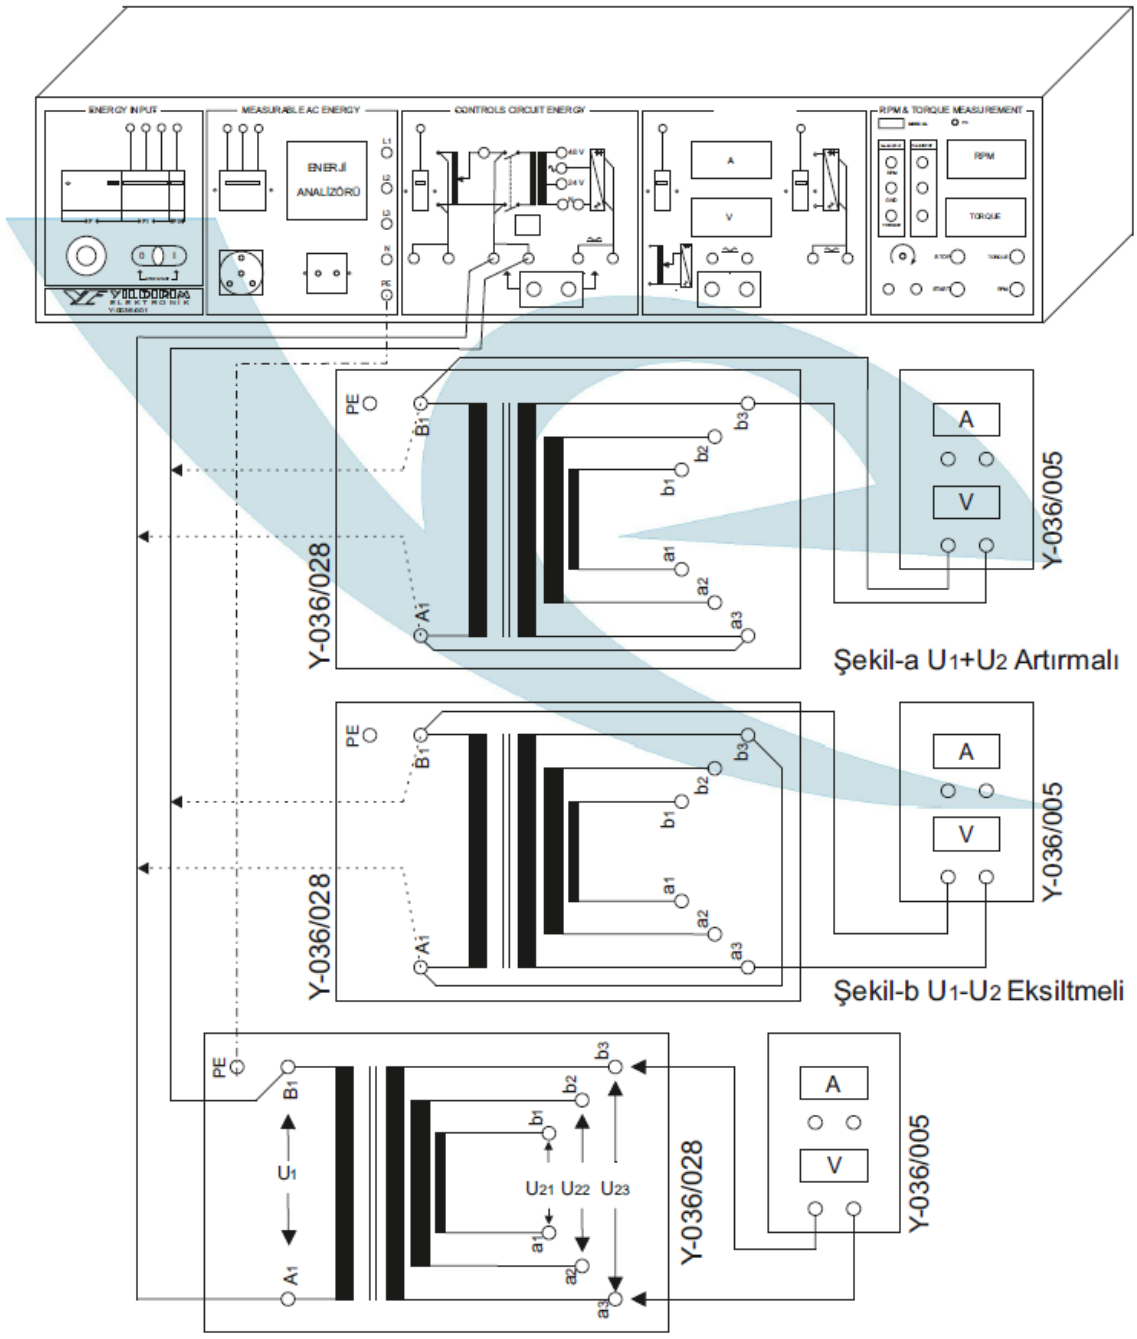

Figure 4. Determination of Polarity of a Single-Phase Transformer
- Set up the experimental connection given in Figure 4.
- Make the connection shown in Figure 4-a, energize the transformer, and record the value shown by the voltmeter.
- Apply Figure 4-a separately for each step of the secondary circuit and record the voltmeter value.
- As a result of applying the additive polarity (U1+U2) in Figure 4-a, determine the terminals (A1-B1- and a1-b1-, a2-b2, a3-b3) of the transformer used in the experiment.
- Make the connection in Figure 4-b and sequentially apply the experimental procedure steps from Figure 4-a that you previously performed.